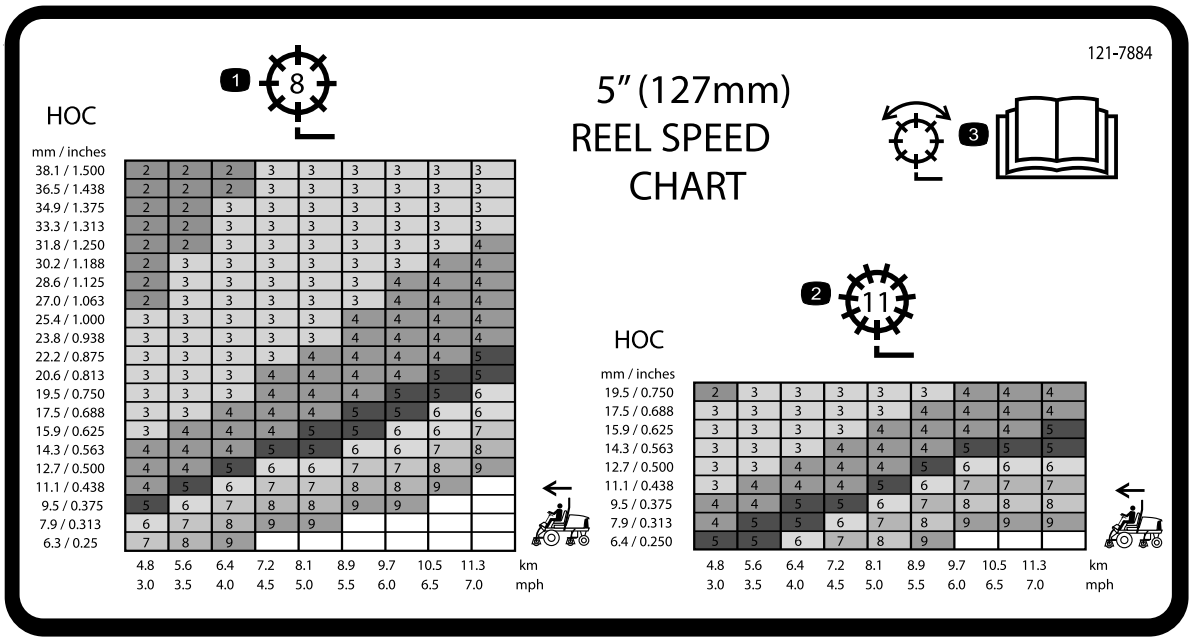
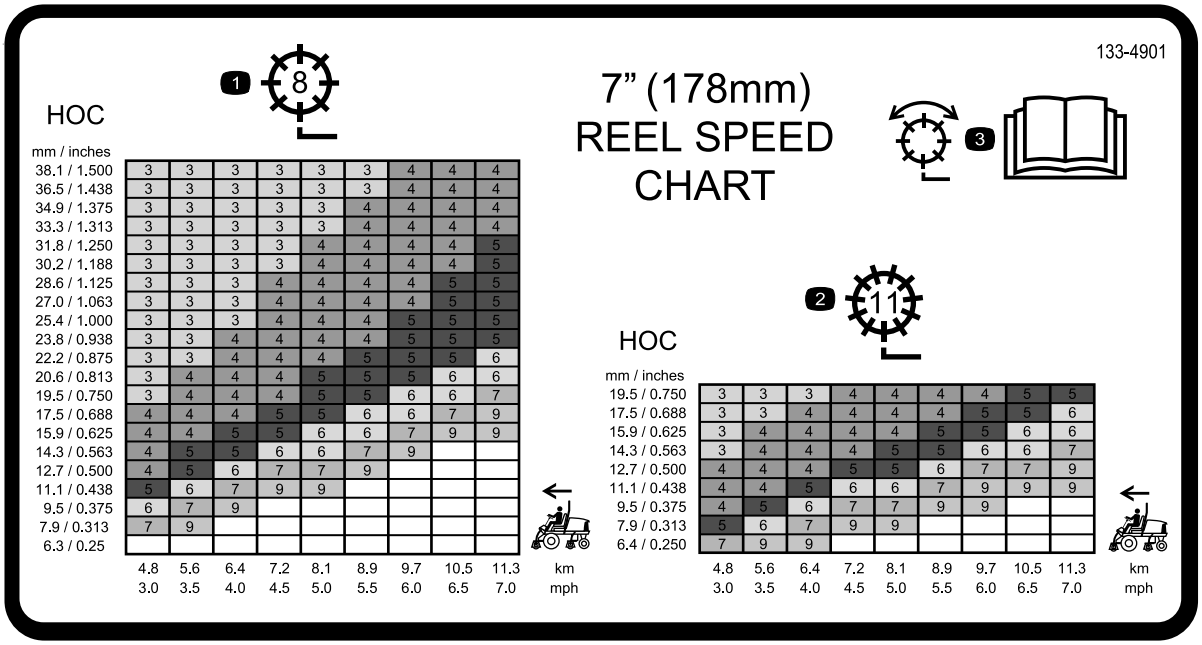

**Figur 31**
**Figur 32**
3. Brug oversigten over knivcylindernes hastighed på mærkaterne (Figur 31 og Figur 32) for at finde den rigtige knivcylinderindstilling.